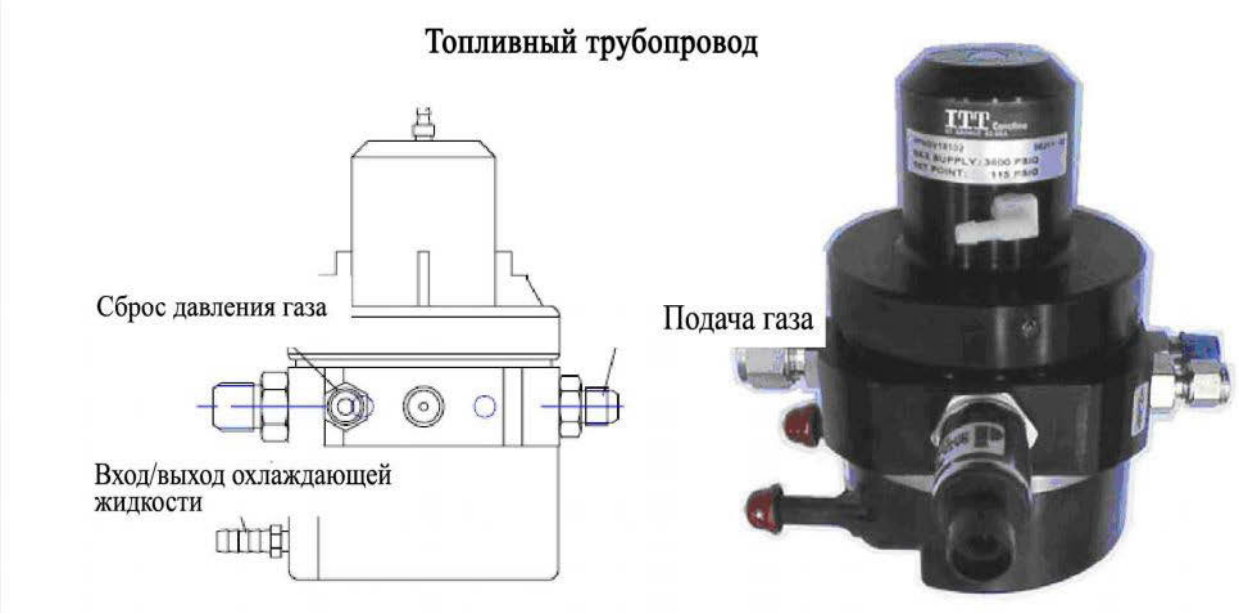

Рис. 2-5 Редуктор давления газа
Диапазон давления газа (NG) в системе: 50 – 200 атм. После прохождение редуктора давления оно стабилизируется на уровне 8 атм. Разница в давлении газа, поступающего на клапан дозированной подачи топлива (FMV) и давлением поступающего воздуха должна быть постоянной. При понижении давления газ поглощает тепло. Для нагрева редуктора давления используется охлаждающая жидкость двигателя (Рис. 2-5).